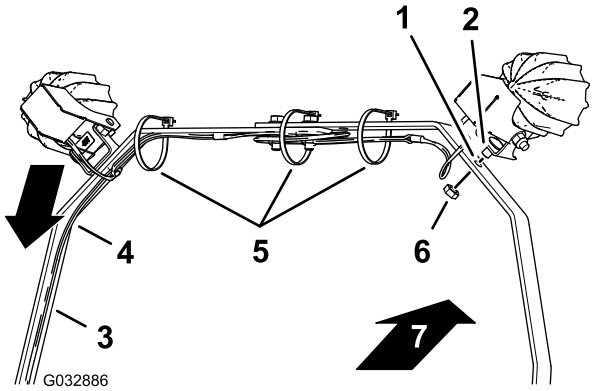

Figure 12
1. Montez les éclairages en dirigeant les verres vers l'avant de la machine (Figure 12).
2. Disposez le faisceau le long du support d'éclairage fauche, comme montré à la Figure 12.
3. Placez le boulon de carrosserie court que vous avez monté sur l'étrier de montage de l'éclairage à LED en face du trou sur le support d'éclairage (Figure 12).
4. Montez l'éclairage à LED et le boulon de carrosserie court sur le support à l'aide d'un écrou (Figure 12).
7. Fixez le faisceau aux supports d'éclairage avec les serre-câbles, comme montré à la Figure 12.